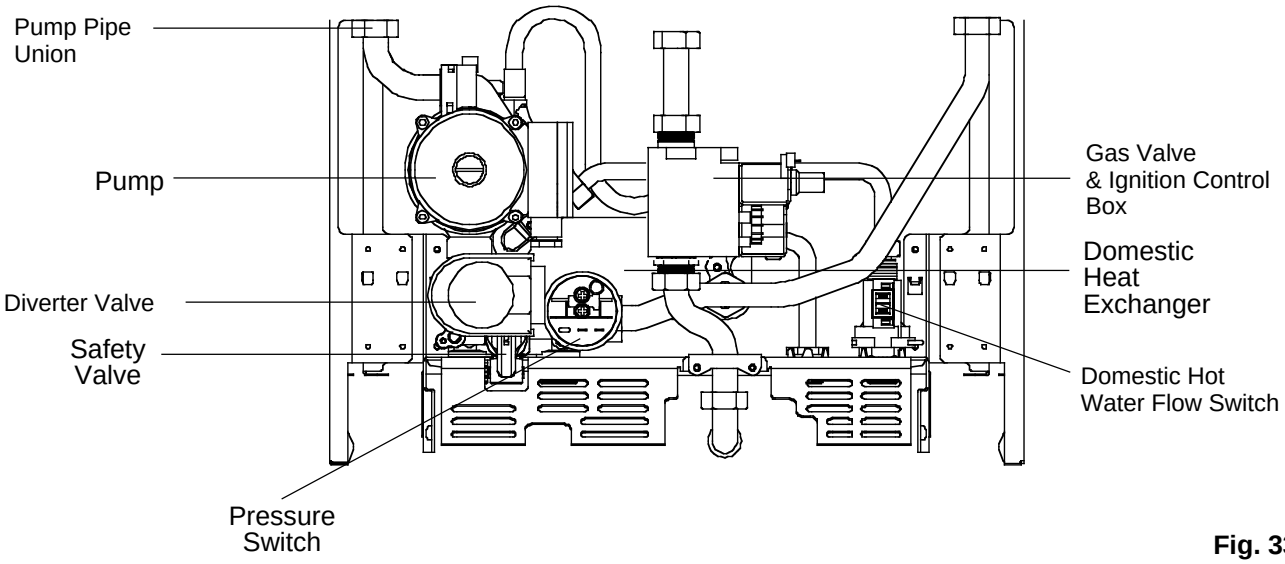

Fig. 33
8.14.5 **COMPLETE PUMP** Disconnect pipe union connection at front left corner of combustion chamber. See fig. 33.
Refer to fig. 33.
Refer to figs. 33 and 34.
Part No. 1806 Refer to figs.33 & 34.